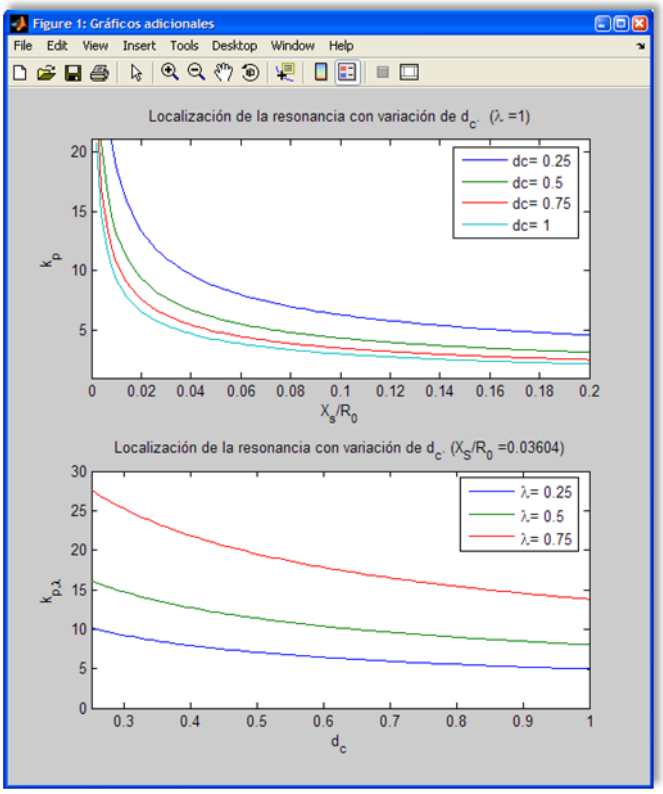

Figura D.42. Gráficos adicionales.
- **Gráficos adicionales:** genera una nueva figura (ver Figura D.42), donde se muestran dos gráficos bidimensionales, con la localización de la resonancia serie, k_p, para valores genéricos de λ, d_C y X_S/R_0. Este *checkbox* sólo está activo en el caso de estudiar la variación del condensador, pues en el caso de la variación de la resistencia normalizada de la red, estos gráficos serían valores constantes.